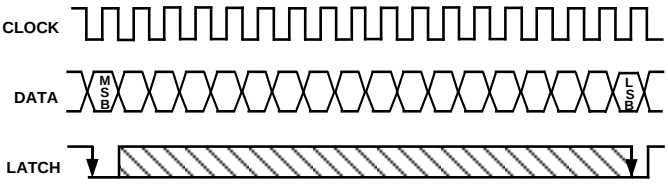
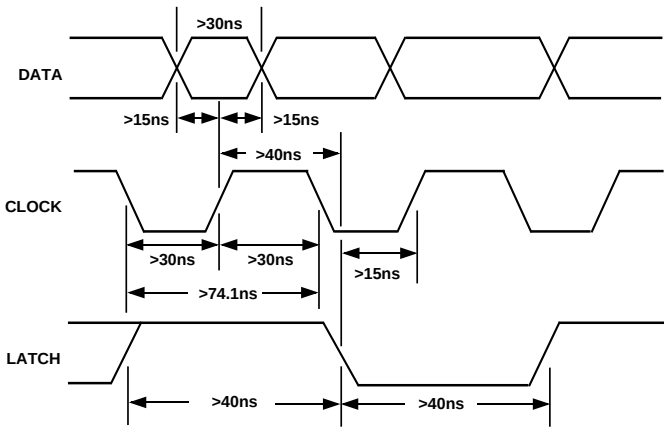

*Figure 7. Signal Requirements for AD1861*
*Figure 8. Timing Relationships of AD1861 Input Signals*
Data is transmitted to the AD1861 in a bit stream composed of 18-bit words with a serial, MSB first format. Three signals must be present to achieve proper operation. They are the Data, Clock and Latch Enable (LE) signals. Input data bits are clocked into the input register on the rising edge of the Clock signal. The LSB is clocked in on the 18th clock pulse. When all data bits are loaded, a low-going Latch Enable pulse updates the DAC input. Figure 7 illustrates the general signal requirements for data transfer to the AD1861.
Figure 8 illustrates the specific timing requirements that must be met in order for the data transfer to be accomplished properly. The input pins of the AD1861 are both TTL and 5 V CMOS compatible. The input requirements illustrated in Figures 7 and 8 are compatible with data outputs provided by popular DSP filter chips used in digital audio playback systems. The AD1861 input clock can run at a 13.5 MHz rate. This clock rate will allow data transfer rates for 2×, 4× or 8× or 16× oversampling reconstructions.